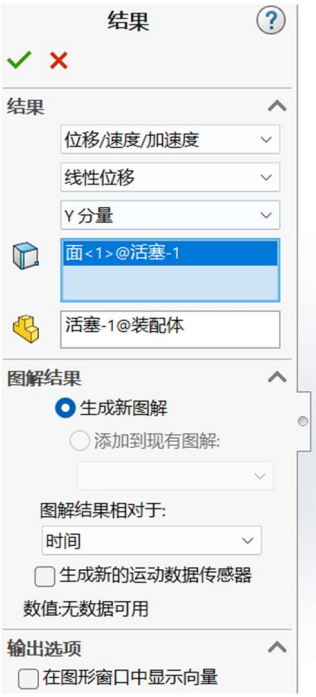

图 11 运动图解相关选项
⑧点击 MotionManager 工具栏中的“结果和图解”按钮，页面左侧将弹出“结果”一栏（如图 11 所示）。其中选择图解的类别、子类别和结果分量，并选择所要观察的零件和零件表面，点击“对勾”按钮确认。此后，点击“计算”按钮，计算完成后，图解将会自动弹出，如图 12 所示。右击图解选择“输出 CSV”即可将该曲线的数据输出。